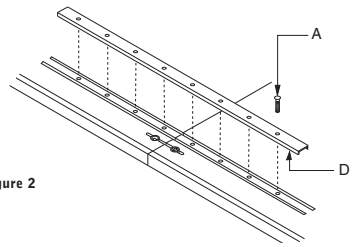

Figure 2
5. Flush the edge of the sections and tighten fasteners with rod provided (C). Do not over tighten
6. As shown in Figure 2, align holes in the channel brackets (D) with threaded inserts in the top sections. To fasten the channel brackets, start threading the 3/4" bolts (A) by hand. This will prevent crossthreading the bolt into the inserts, which may cause damage to the table tops.